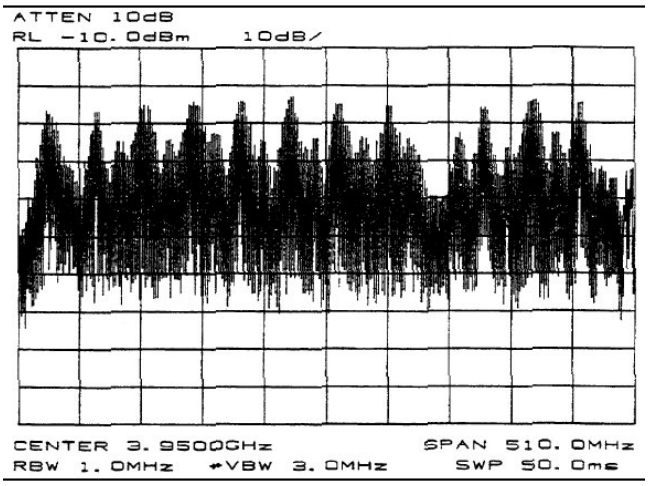
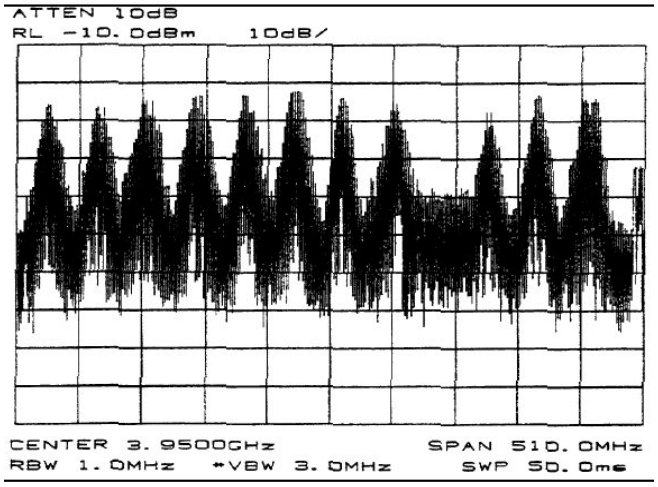

Figure 3-5: Maximizing Odd Transponders
Figure 3-6: Optimum Polarization Settings
Step 9: With all 24 transponder signals of approximately equal amplitude appearing on the Spectrum Analyzer screen, determine the specific antenna system and satellite parameters. Rotate the feed assembly as required until the appropriate (odd or even) transponder signals have been maximized. Figure 3-5 shows maximizing odd transponders. Figure 3-6 shows optimum Polarization settings.